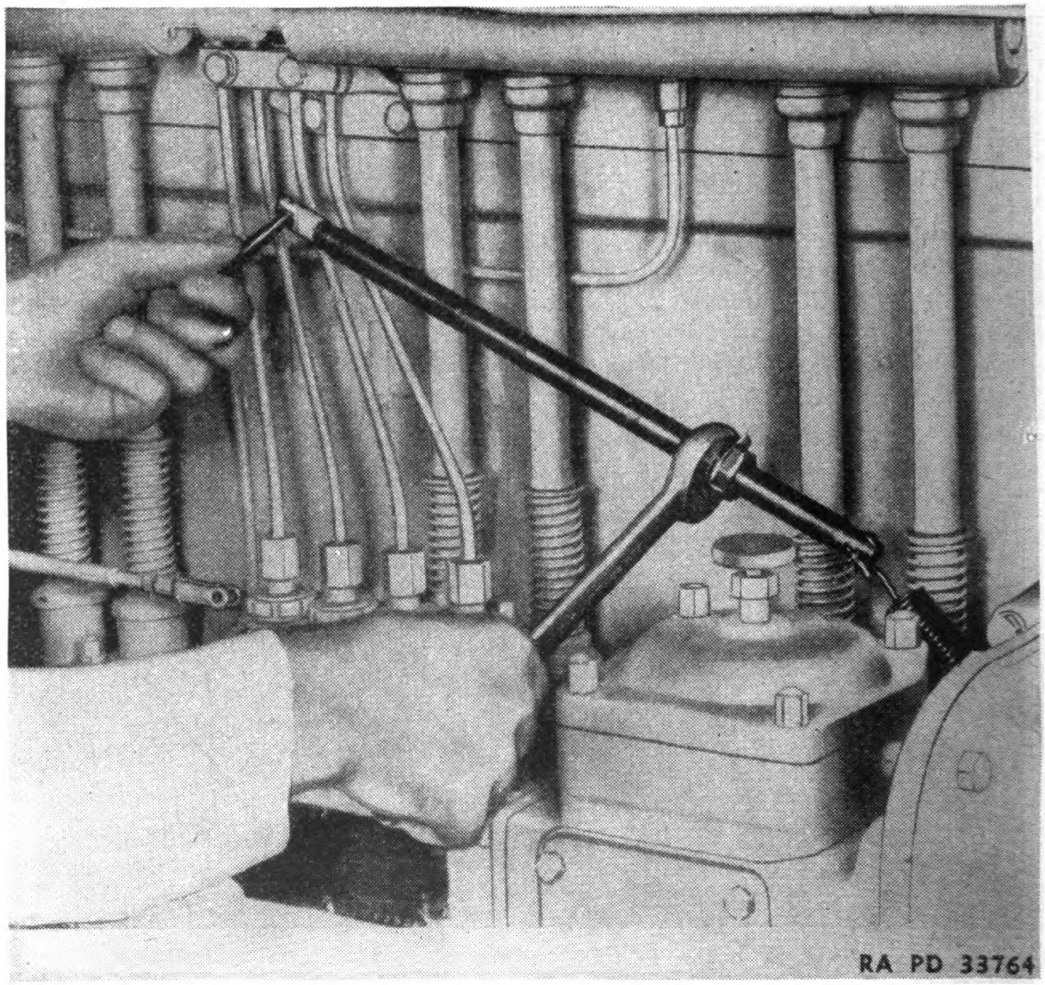
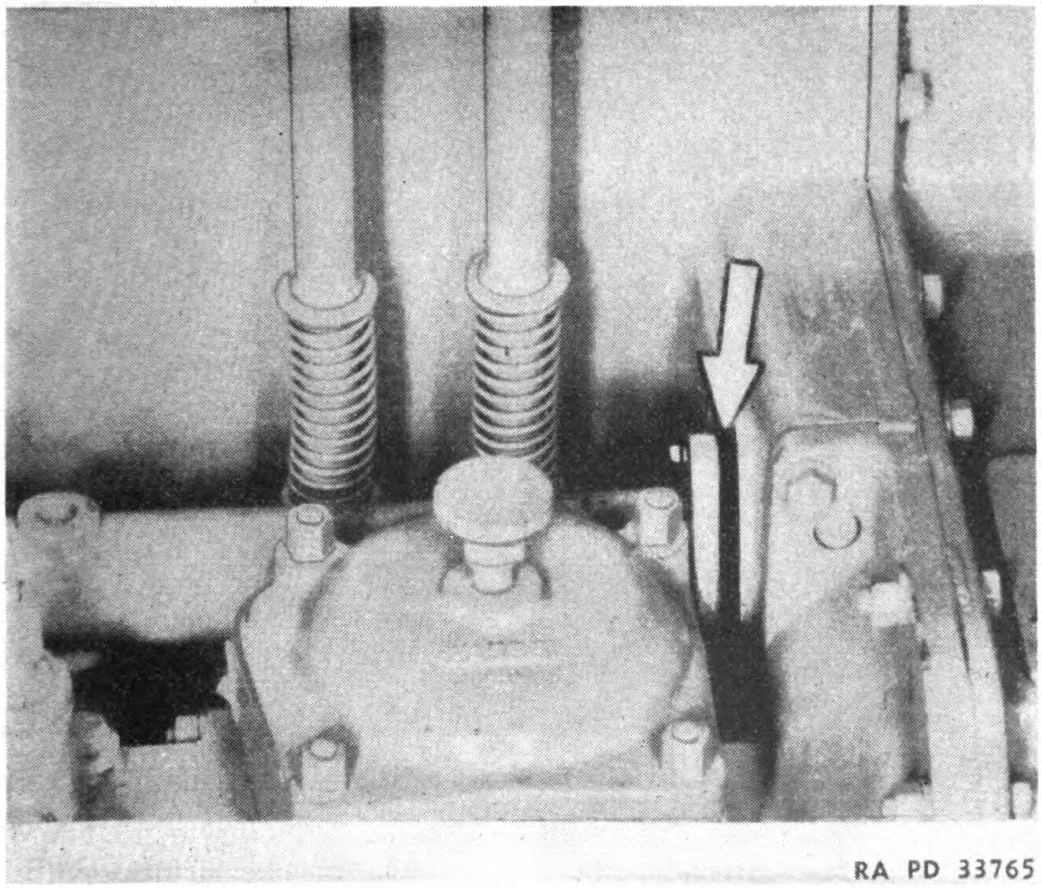

FIGURE 66.—Loosening the governor adjusting nut.
FIGURE 67.—Loosening governor spring housing.
b. When the high idle speed is below normal, loosen governor spring housing (fig. 66) from the engine block, but do not completely remove the capscrews holding it (fig. 67). Simultaneously advance throttle and loosen screws until the desired speed is obtained. Then, measure the resulting gap between the governor spring housing and engine block. This distance will be the amount adjusting nuts must be turned on the adjusting rod to obtain proper adjustment.